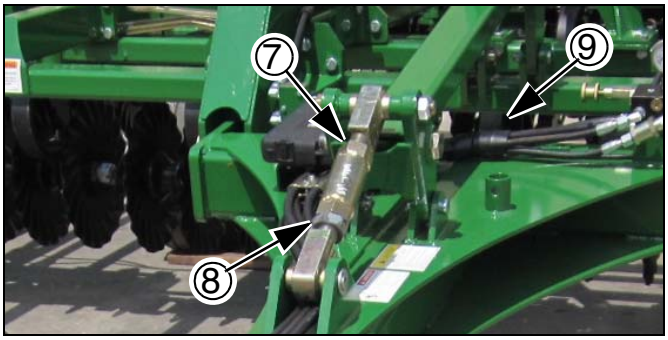

Figure 28
7. En ce qui concerne le nivellementdes ailes par rapport à la section centrale, si les ailes ont été nivelées comme indiqué à la section Voir « **Réglage des ailes** », à la page 18, un réglage supplémentaire doit être effectué avec le réglage de la pression d'abaissement. Si les ailes sont basses, réduisez la pression d'abaissement. Si les ailes sont hautes, augmentez la pression d'abaissement, Voir « **Pression hydraulique d'abaissement** », à la page 22 pour le réglage complet de la pression d'abaissement. Si la pression d'abaissement est utilisée, réglez les ailes de manière à correspondre à la profondeur du centre ***Consultez la Figure 28***. Commencez par desserrer le contre-écrou ① avec la clé de ridoir (rangée sur les ergots arrière de l'attelage). Tournez le ridoir ② pour le régler. (Raccourcissez le ridoir pour qu'il fonctionne plus en surface, allongez pour aller plus en profondeur).